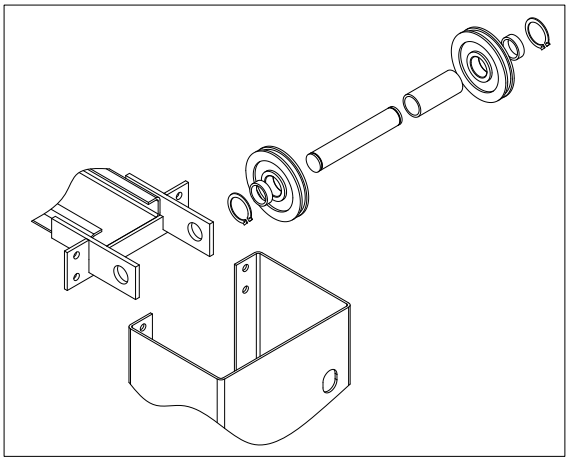

Fig. 34
• Raccorder les traverses aux deux colonnes selon la fig. 34. Le fin de course se trouve à l'intérieur de la colonne principale.